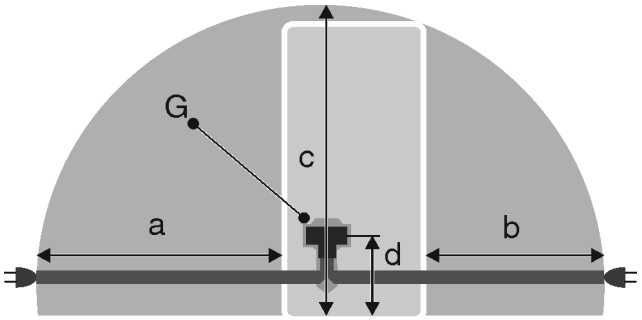

Fig. 20 Комбинация из холодильных и морозильных агрегатов / морозильные агрегаты / полноразмерные устройства BioFresh
- Розетка находится не за устройством, а в зонах a или b *Fig. 20 (a, b, c)*.
- ▶ Штекер устройства *Fig. 20 (G)* подсоедините с задней стороны устройства. Следите за правильной фиксацией.